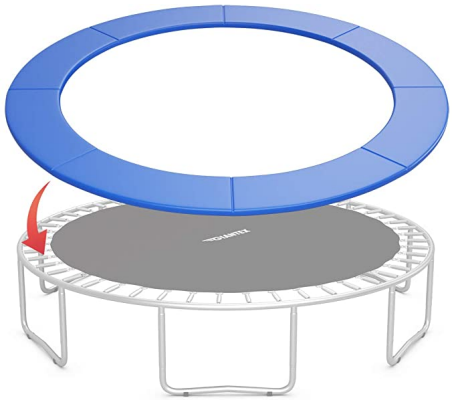

Figure 4: Unless anchored adequately, padding will move and will not prevent impacts with the frame.
- Unless well anchored it moves and fails to cover the rails (Figure 4).